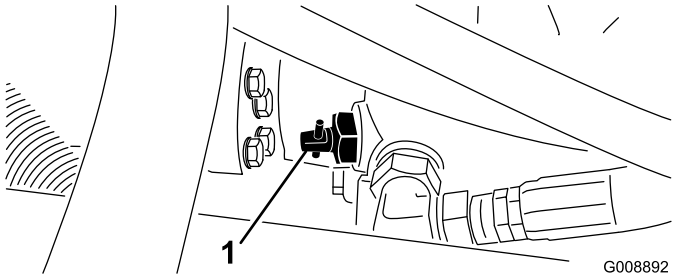

Rysunek 45
1. Odszukaj zawór obejścia na pompie (Rysunek 45) i przekręć go o 90°.